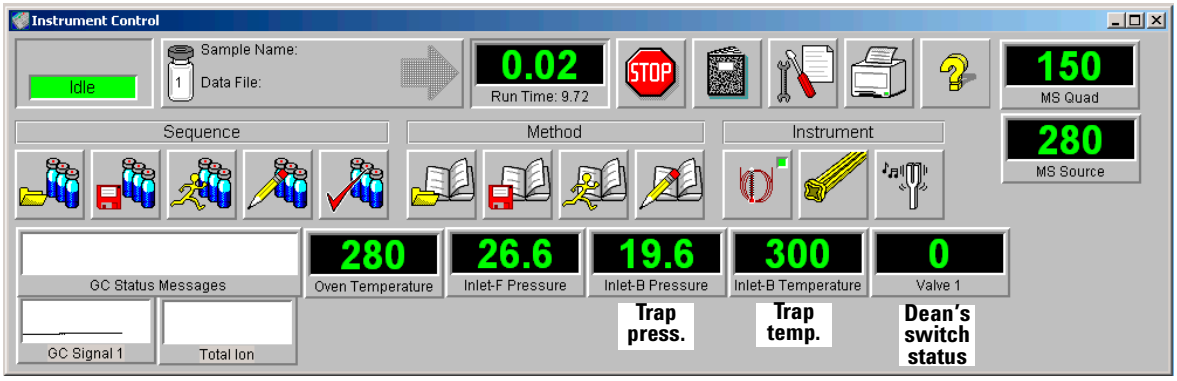

Figure 10 Instrument Control window, upper half
g Note the presentation of the upper half of the Instrument Control window. It should appear similar to that shown in Figure 10:
- Note that this corresponds to a Dean's switch valve status of '**0**' (see Figure 10 on page 25).